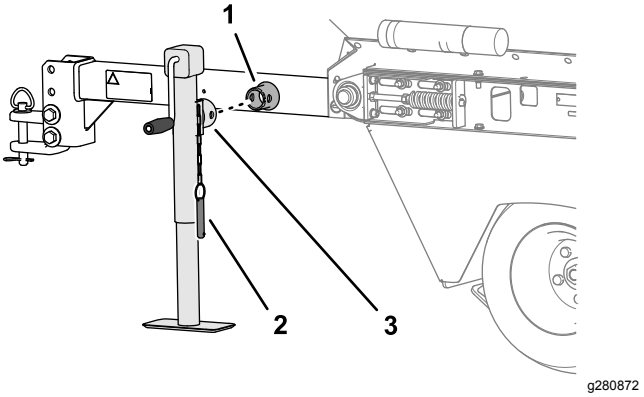

Figur 6
1. Skyv jekken inn på jekkmonteringsrøret på slepestaget (Figur 6).
2. Innrett hullene i jekken med hullene i monteringsrøret og fest jekken med splittpinnen (Figur 6).